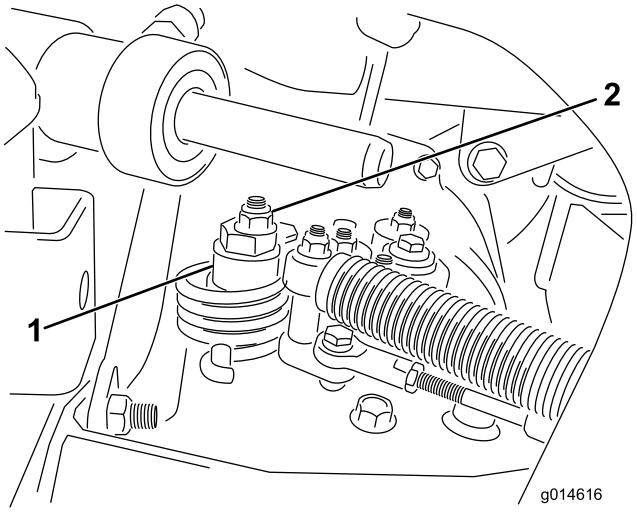

Figur 46
A. Løsn møtrikken, der fastgør den excentriske bolt til den øverste del af hydrostaten (Figur 46).
C. Drej den excentriske bolt, indtil der ikke forekommer krybning i nogen retning. Når hjulet holder op med at dreje, skal den møtrik, der låser den excentriske bolt og justeringen, tilspændes (Figur 46). Kontroller indstillingen med gashåndtaget i positionen LANGSOM og HURTIG.